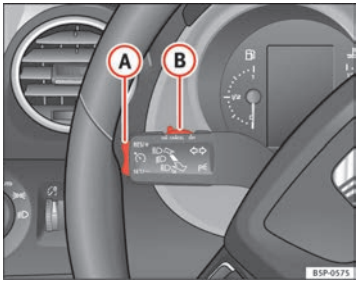

Fig. 153 Turn signal and main beam headlight lever: switch and rocker switch for the cruise control
– Push the switch ⇒ fig. 153 (B) to the left to **ON**.